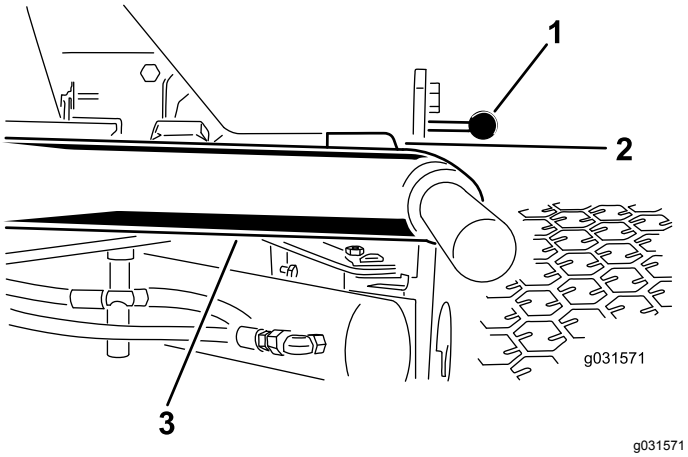

Figur 11
1. Starta motorn, höj upp klippenheterna och kontrollera att spelet mellan varje lyftarm och golvplattans fäste är 5–8 mm. Se Figur 11.